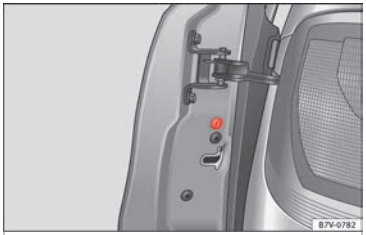

Fig. 4 At the front of the passenger sliding door: Emergency lock, hidden by a rubber cap.
- Remove the rubber cap to the front of the door. The rubber cap is marked with a lock symbol 🔒 ››› Fig. 4.